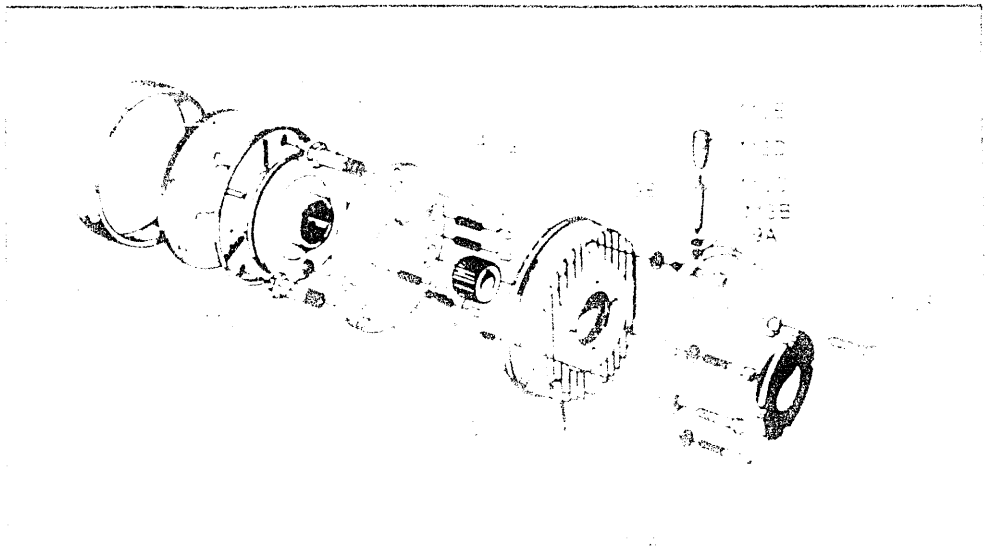
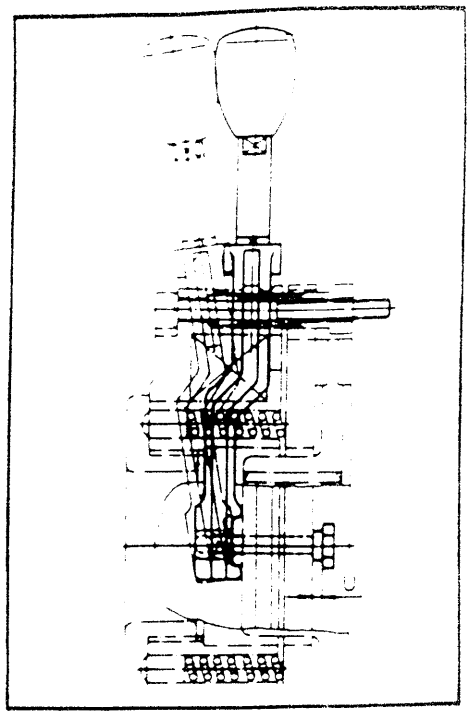

FIGURE 2 (Optional Equipment)
FIGURE 3
A. MANUAL RELEASE HANDLE (Position 13, Figure 2)
B. SEAL (Position 11, Figure 2)
C. MOUNTING FLANGE (Position 12, Figure 2) OR FRICTION PLATE (Position 11, Figure 3)
4. Assemble all hand release components as shown in Figure 2. Do not tighten nuts (3A).
10. Set the hand release gap (Dimension "U" Figure 3) to the value indicated in Table [illegible] tightening nuts (10H). Once set the nut is locked with factory applied thread locking [illegible] bound. Any change in this setting could interfere with the safe operation of the brake.
When ordering parts refer to the exploded view in Figure 3 for the part description.